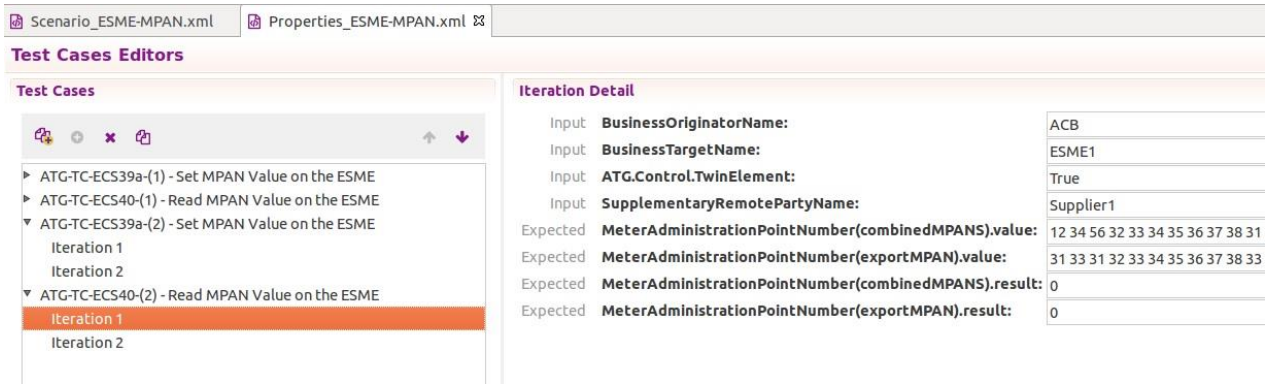

Figure 63 – Change expected value
Figure 63 shows how to change the Expected MPAN value. Both Iterations of ATG-TC-ECS40-(2) should undergo this correction, otherwise one of them will fail, causing the failure of the Test Case and consequently, the failure of the Test procedure's overall result.